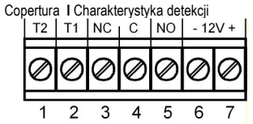

Fig. 4 Terminal block
8. Reliez le fil au bloc terminal. (Fig 4)
Connexions de la plaque à bornes (Voir Fig.4).
8. Collegare il cavo alla morsettiera (Fig. 4)
Descrizione della morsettiera (Vedere Fig.4)
8. Podłączyć przewody zgodnie ze schematem (Rys.4).
OPIS ZACISKÓW (Rys. 4)